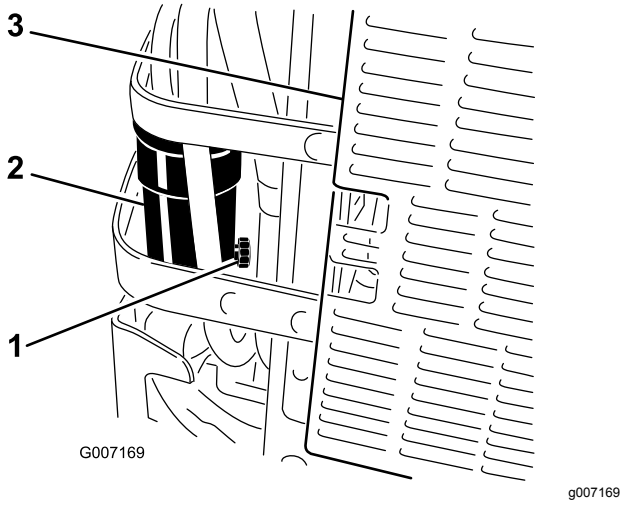

Figur 71
5. Åpne tappeventilen på vannseparatoren ca. én omdreining slik at vann og andre kontaminanter tappes ut (Figur 71).
6. Steng tappeventilen når det kommer ut rent dieseldrivstoff (Figur 71).